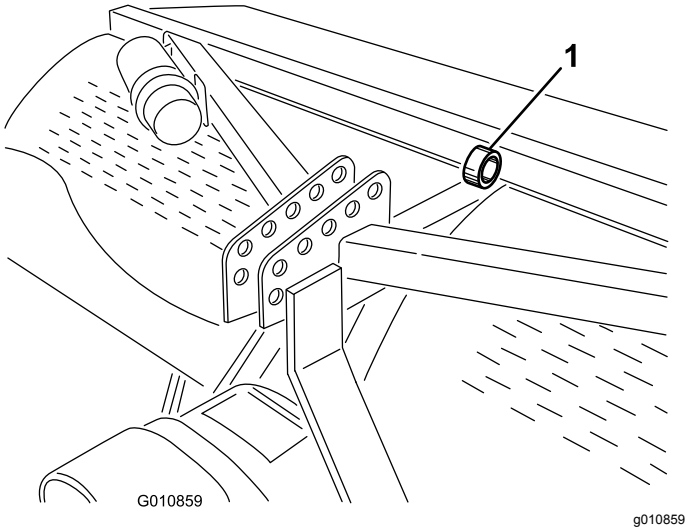

**Figur 44**
**Obs:** Du kan använda en upphissningsanordning för att lyfta luftaren. Använd öglan i hålpipshuvudet för att fästa upphissningsanordningen (Figur 44). Säkerställ att upphissningsanordningen har tillräckligt stor lyftkapacitet. Se Specifikationer (sida 21).